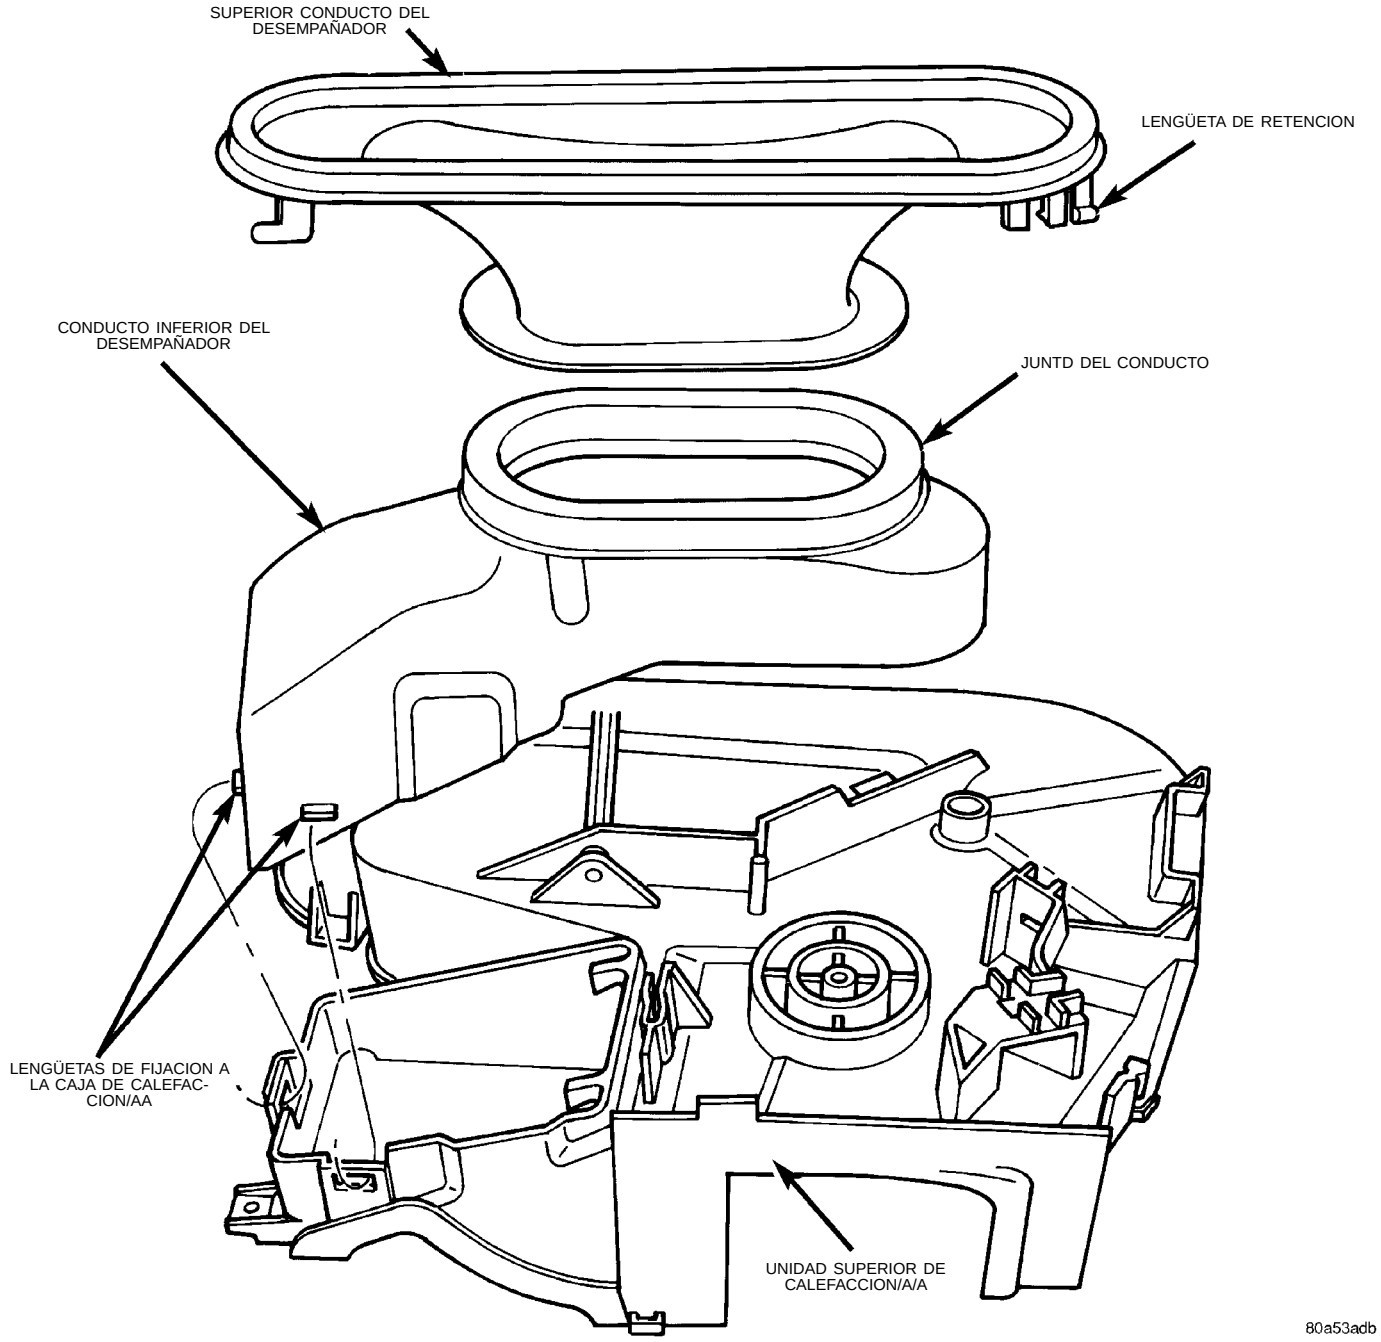

Fig. 40 Conducto del desempañador del tablero de instrumentos
(4) Retire el conducto superior del desempañador (Fig. 40).